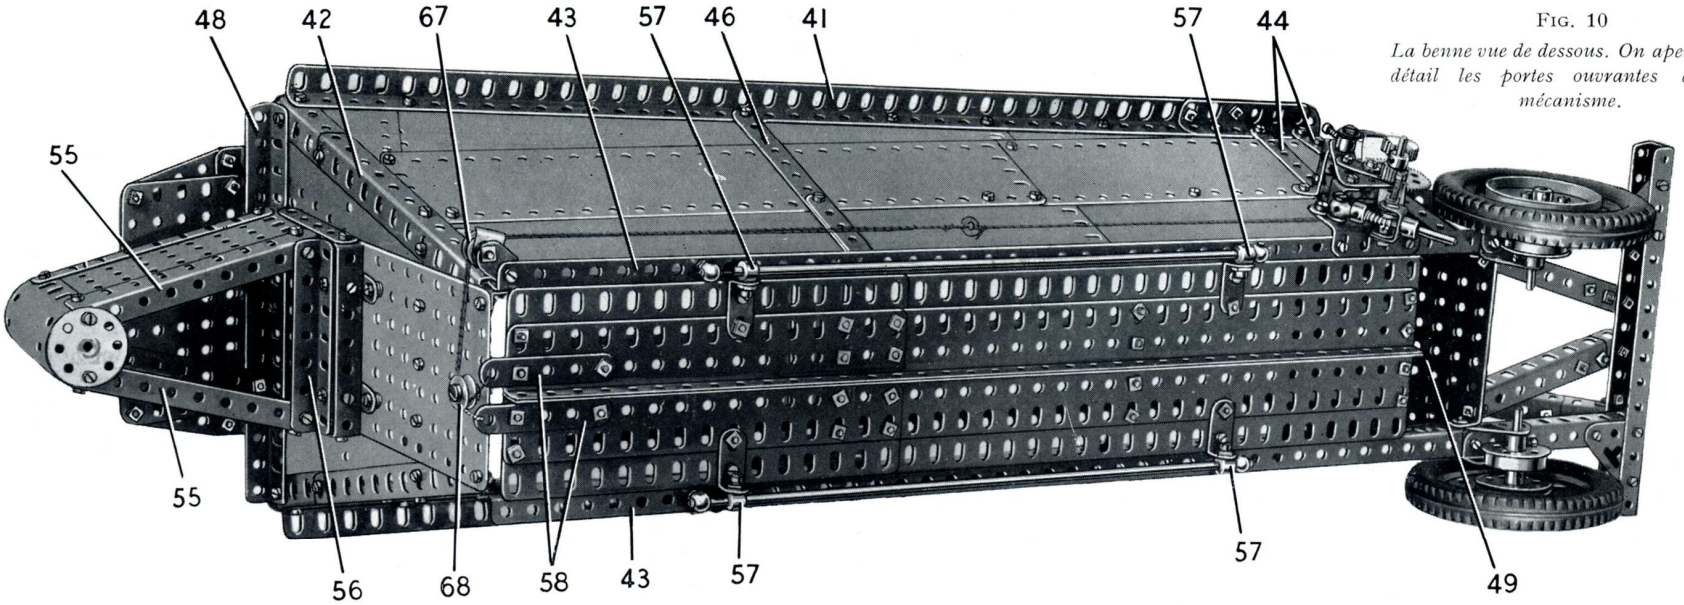
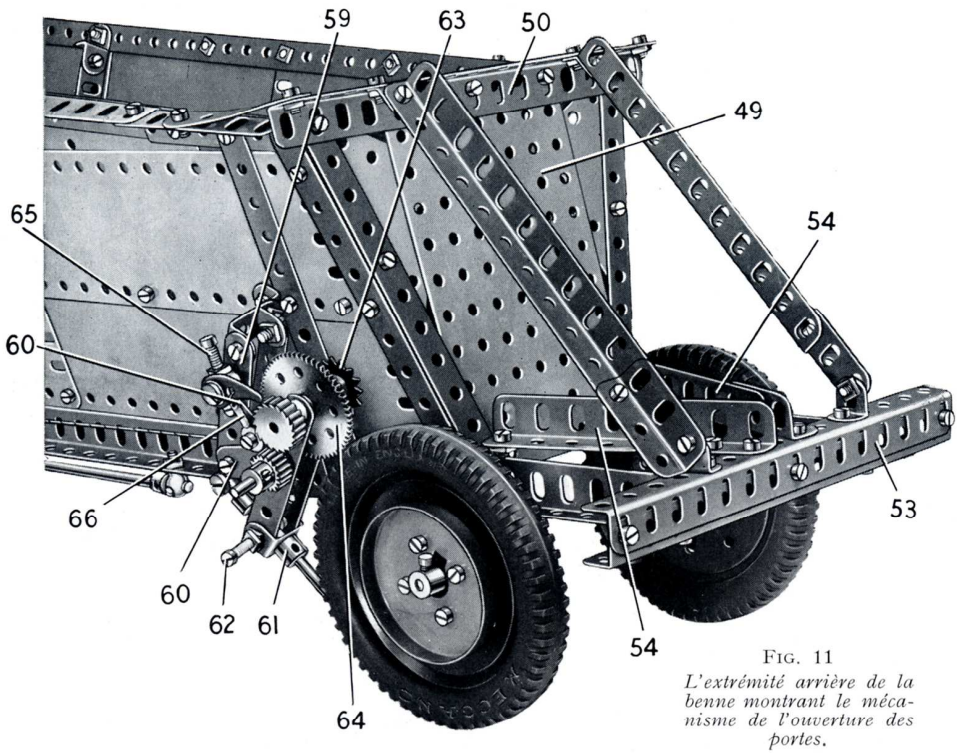

FIG. 10
FIG. 11
L'extrémité arrière de la carrosserie est constituée par une plaque sans rebords de 14×9 cm. (49) (fig. 10) placée verticalement et boulonnée sur une bande coudée de 90×12 mm. et sur une cornière de 15 trous (50). La bande coudée est boulonnée entre les cornières (43) et la cornière (50) et fixée sur les poutrelles (41) par des équerres. Une bande de 11 trous est boulonnée de chaque côté entre le coin inférieur de la plaque (49) et l'avant-dernier trou de la cornière (50). Une plaque flexible triangulaire de 6×6 cm. est utilisée de chaque côté pour recouvrir l'espace laissé entre la bande de 11 trous et la plaque sans rebords (49). Une plaque sans rebords de 6×6 cm. (51) qui porte de chaque côté une plaque flexible triangulaire de 6×4 cm. est tenue par une bande coudée de 90×12 mm. fixée entre les cornières (43).
Une équerre-cornière est boulonnée sur l'une des cornières (43) et elle porte une équerre renversée de 12 mm. sur laquelle sont boulonnées une bande de 5 trous (59) (fig. 11) et deux bandes de 3 trous (60). Une seconde bande de 5 trous est fixée sur l'équerre-cornière et est reliée à la bande (59) par une équerre et par une équerre renversée de 25 mm. Cette dernière est boulonnée sur le côté de la benne (fig. 10). Deux bandes de 6 trous sont réunies à leurs extrémités inférieures par une grande chape d'articulation (61), qui est fixée à une bande par un boulon ordinaire muni d'un contre-écrou et à l'autre bande par un boulon de 19 mm. (62) également muni d'un contre-écrou. Ces bandes de 6 trous pivotent sur une tringle de 5 cm. qui est tenue dans les bandes (60) et dans l'équerre-cornière par une poulie de 12 mm. à moyeu et par un pignon de 19 dents. Une tringle de 2,5 cm. tourne librement dans les trous supérieurs des bandes de 6 trous et elle porte une roue de chaîne de 14 dents (63), une roue de 57 dents (64) et une roue à rochet. Un cliquet muni d'un boulon de
Une extrémité d'une corde est attachée au moyeu de la roue de chaîne (63) et son autre extrémité à une rondelle. Deux cordes différentes sont également attachées à la rondelle et chacune d'elles passe sur l'une des deux poulies folles de 12 mm. (67) (fig. 10) qui sont montées sur un boulon de 19 mm. tenu sur un support plat par deux écrous. Les deux cordes sont ensuite passées sur une poulie folle de 12 mm. (68), et chacune d'elles est attachée à l'une des bandes (58) des portes. Le support plat qui tient les poulies (67) est boulonné sur l'une des cornières (43) et une équerre montée sur le boulon de 19 mm. sert à maintenir les cordes sur les poulies. La poulie (68) est montée sur un boulon-pivot fixé à l'avant de la benne et elle est tenue écartée du boulon par 4 rondelles.